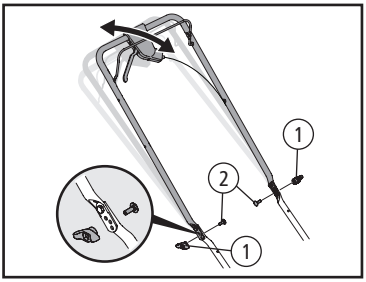

Fig. 09
**1.** Retire as porcas borboleta (1) e os parafusos franceses (2) do braço [Fig. 09].
**3.** Fixe o braço com as porcas borboleta (1) e os parafusos franceses (2) removidos anteriormente.